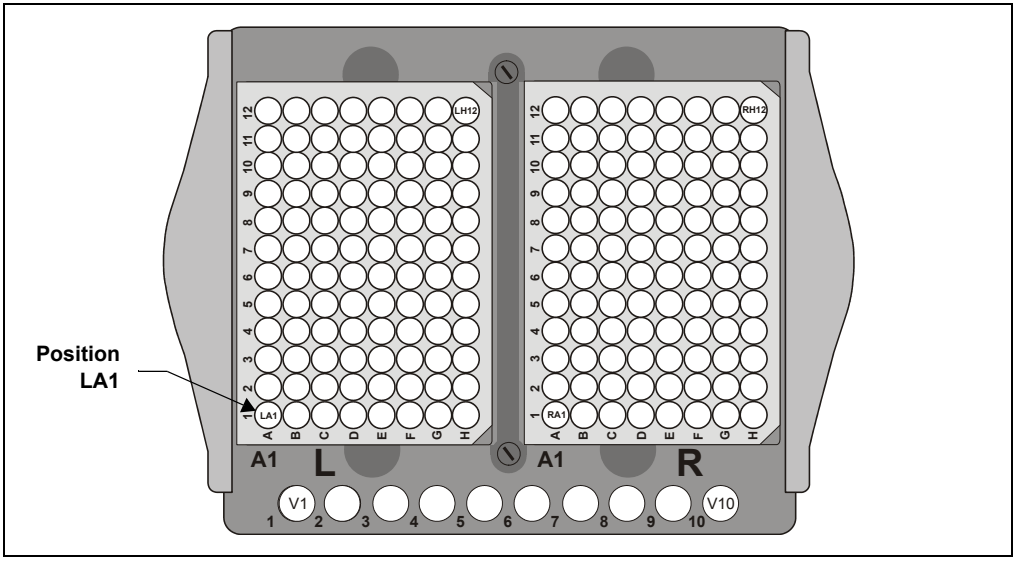

Figure 3-9. Well Plate Tray: Well Plate and Vial Positions
- The first letter (either L or R), specifies the left or right well plate (see Figure 3-9).
For example, well plate position LA1 identifies the well located at position A1, in the well plate installed on the left side of the AS well plate tray. When the well plate is installed in the tray, position LA1 is in the lower-left corner of the tray (see Figure 3-9).
NOTE To specify the position of a 1.5 mL vial installed in the well plate tray, precede the vial position number with a V (V1, V2,…V10) (see Figure 3-9).